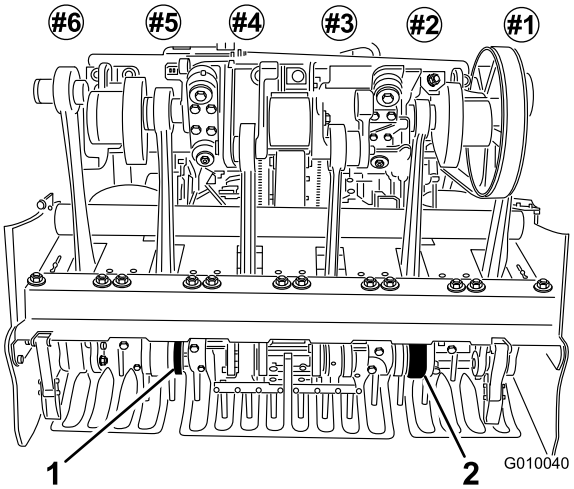

**Figur 25**
5. Montera harvpinnar i harvpinnshållarna nr 2 och 5 (Figur 25). Dra åt bultarna.